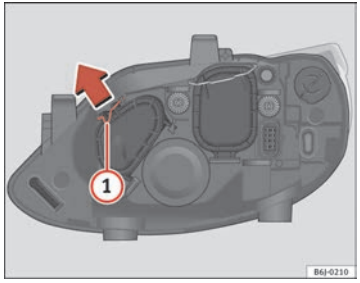

Fig. 136 Luz de carretera
– Desplace el tirante (1) en el sentido de la flecha y saque la tapa ⇒ fig. 136.